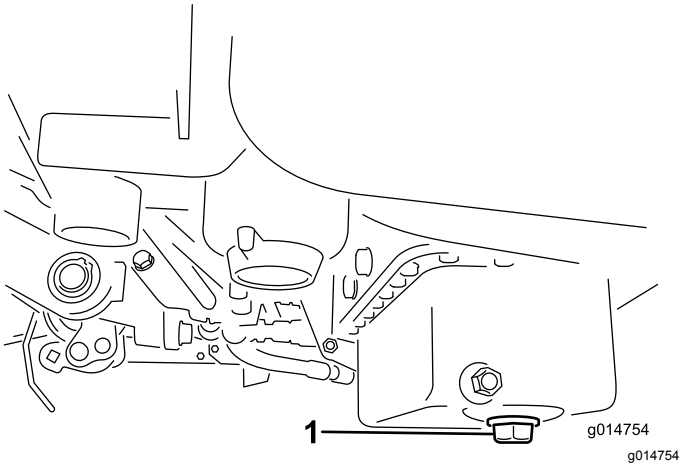

Figur 26
1. Ta bort avtappningspluggen och låt oljan rinna ned i ett kärl. Sätt tillbaka avtappningspluggen när oljan har slutat rinna (Figur 26).